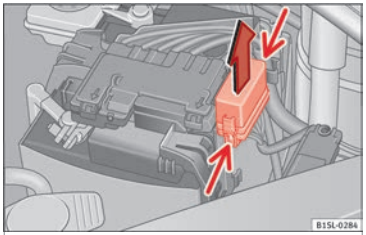

Fig. 144 In the engine compartment: fuse box cover
- Press the attachment tabs in the direction indicated by the arrow (thin arrows) to release the fuse box cover ››› **Fig. 144**.